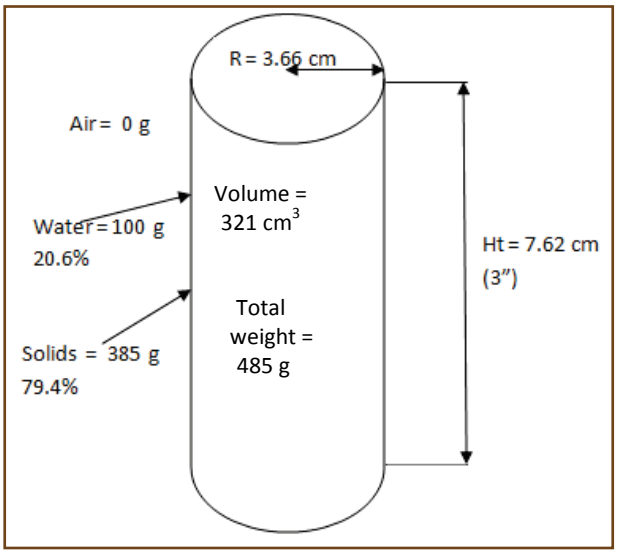

Figure 11.—Example soil core dimensions, volume, and weight, by component.
*Soil bulk density = [(a - b) x (1 + h)] ÷ volume of soil core (volume of soil core = 321 cm^3 for 3-inch core, 2 inches from top of soil to top of ring; refer to volume calculations on following page and to figure 11).
Volume of soil core (cm^3) (see figure 11): πr^2 x height